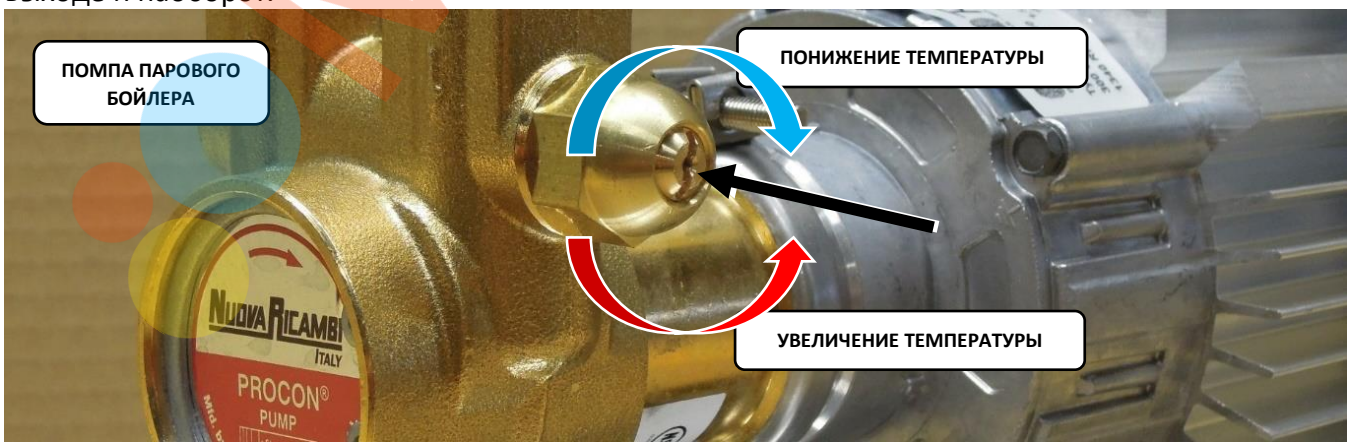

*Рисунок 17. Давление помпы парового бойлера используется для того регулировки температуры горячей воды.*
5. Если температура слишком низкая: уменьшите давление помпы парового бойлера. Если температура слишком высокая: увеличьте давление помпы (см. Рисунок 17).